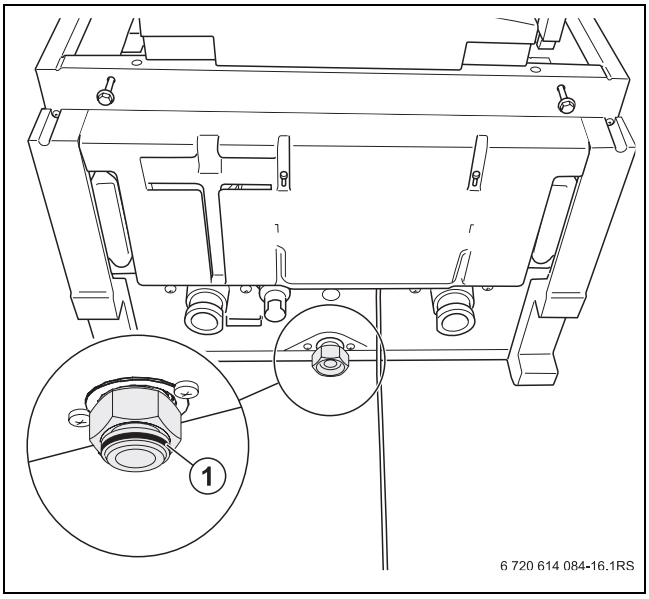

Bild 3 Gummidichtung
- Darauf achten, dass sich die werkseitig vormontierte flache Gummidichtung in der Schraubverbindung (gerätseitig) befindet (→ Bild 3, **Lupe**).